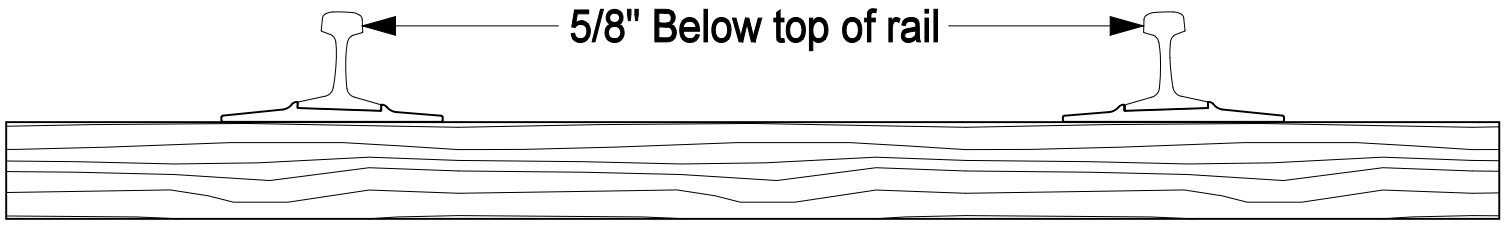

Figure 2-G
1. Measure gage between the heads of the rail at right angles to each other. Measure at a point 5/8 inch below the top of the rail head as shown in Figure 2-G.
2. Use an approved track gage every fourth tie when adjusting or checking gage, spiking ties, relaying rail, or constructing new track to conform to standard gage as shown in Figure 2-H.